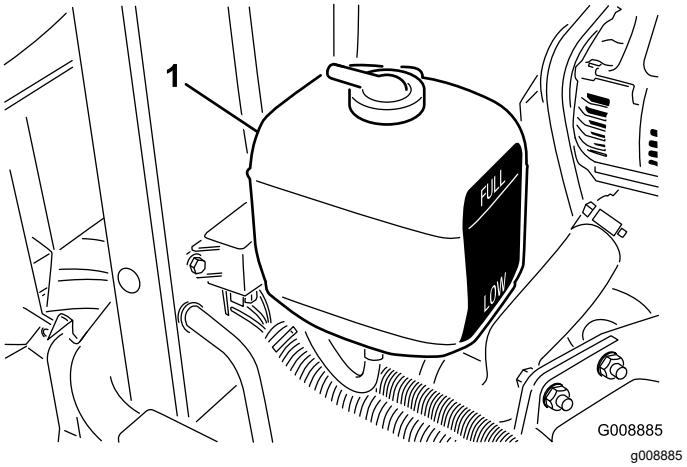

**Figur 29**
2. Kontrollera kylvätskenivån i expansionstanken (Figur 29). När motorn är kall bör kylmedelnivån ligga halvvägs mellan markeringarna på sidan av tanken.